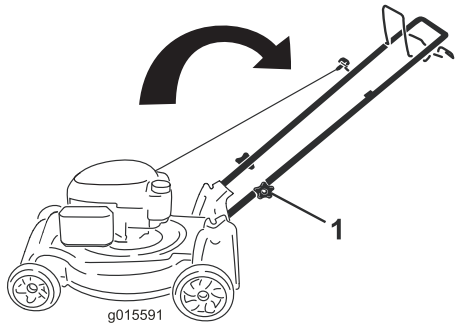

Bild 31
1. Lösen Sie die Griffhandräder, bis Sie den Griff ungehindert bewegen können (Bild 31).
1. Griffhandrad (2)
2. Schieben Sie den Griff nach vorne, siehe Bild 31.